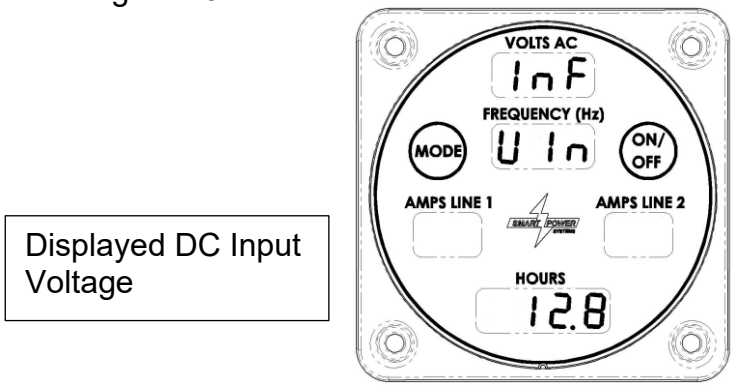

Figure 20 – DC Input Voltage Display
c. DC supply voltage as measured by the generator system controller will be displayed next to the hours field by pressing the Mode switch a third time as seen in Figure 20.